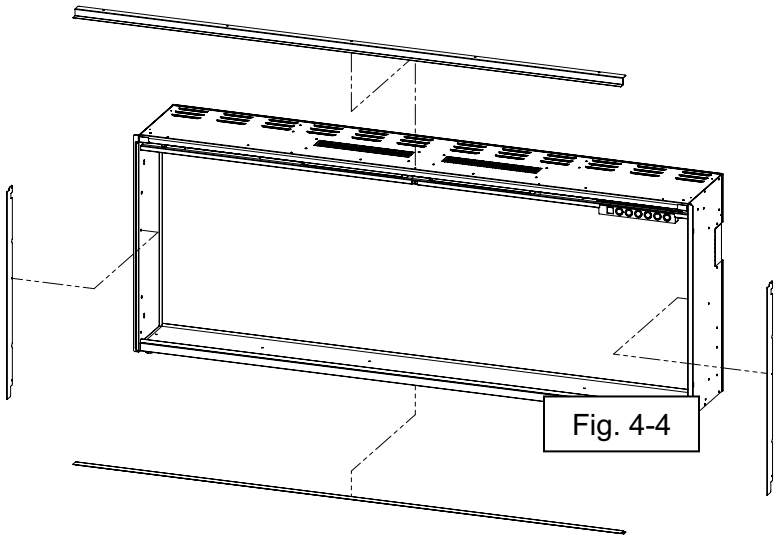
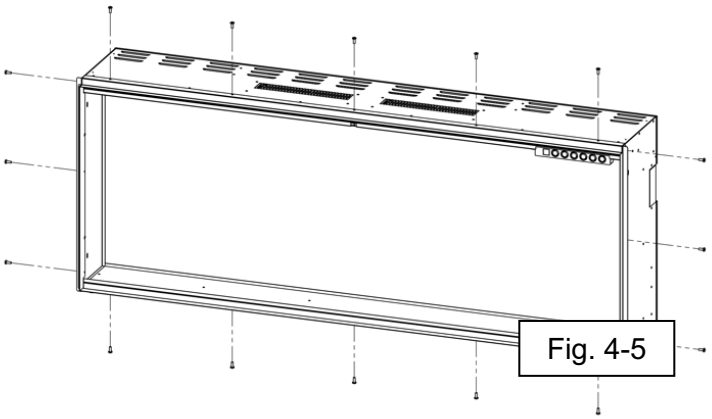

Fig. 4-4
Fig. 4-5
- Install the Built-In frame (H) and attach with the screws previously removed (Fig. 4-4 and Fig. 4-5)